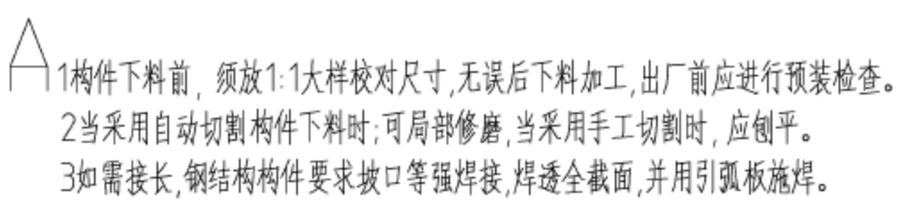

图 11-6　多行文字
多行文字如图 11-6 所示。
(1) 单击菜单中的“文字表格”→“多行文字”命令，打开的对话框如图 11-6 所示。
绘制结果如图 11-6 所示。